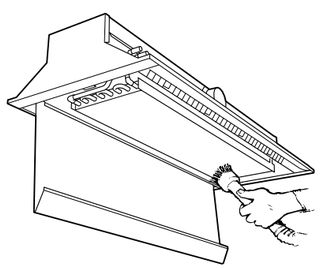

FIGURE 16
3) Vacuum the coil with a vacuum brush attachment every 5 to 10 years, or as needed. (See **FIGURE 16**)